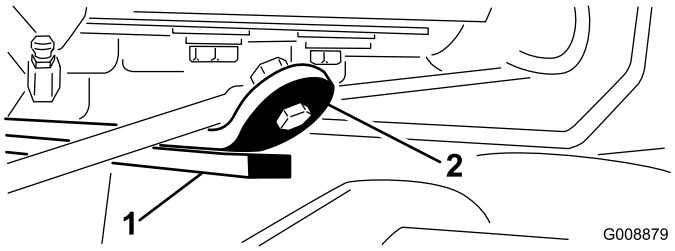

Figuur 28
3. Start de motor, breng de hefarmen omhoog en controleer of de speling tussen de band aan de bovenzijde van de slijtbalk op het achterste maaidek en de bumperband 0,51 tot 2,54 mm bedraagt (Figuur 28).